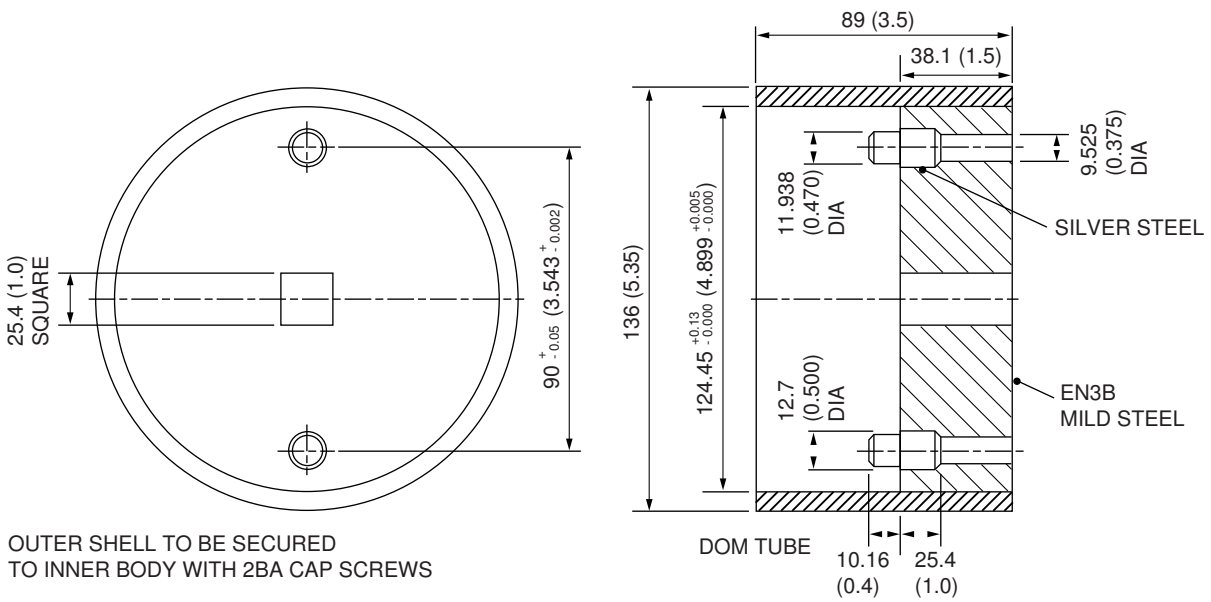

Fig. 3 - Piston Torque Tool
5. Support piston rod (2) at the rod eye and withdraw piston rod (2) from cylinder body (1). Ensure centre lines of piston rod (2) and cylinder body (1) remain coincidental during removal of piston rod (2).
6. Place piston rod (2) on supports which will not damage the piston rod diameter.
7. Remove and discard piston seals (13) and wear rings (14) from piston (12).
8. Remove grub screw (15) from wear ring (14) groove in piston (12).
9. Provide an anti-torsion device through piston rod (2) eye to allow unscrewing of piston (12). Using special tool which can be fabricated as shown in Fig. 3, unscrew piston (12) from piston rod (2).
10. Remove cushion spear (11) and 'O' rings (16) from piston rod (2). Discard 'O' rings (16).
11. Remove cylinder end cap (3) from piston rod (2). Remove and discard cushion sleeve (4), circlip (5), rod seal (6), nylon ring (22), wiper (7), 'O' rings (8 & 9) and back up ring (17).
1. Press spherical bearing (20) in base end of cylinder body (1) and piston rod (2) end. Secure spherical bearings (20) with circlips (21).
2. Install new cushion sleeve (4), circlip (5), rod seals (6), nylon ring (22), 'O' rings (8 & 9) and back up (17) in end cap (3). Load end cap (3) over piston rod (2) thread, taking care not to damage rod seal (6) on the thread.
3. Install new 'O' rings (16) on piston rod (2) and replace cushion spear (11).
4. Apply Loctite 243 to first two threads of piston (12). Using special tool which can be fabricated as shown in Fig. 3, screw on piston (12) and tighten to a torque of 1 356 Nm (1 000 lbf ft).
5. Insert piston grub screw (15) through wear ring (14) groove in piston (12) and into groove machined in piston rod (2). Tighten grub screw (15) to a torque of 49 Nm (36 lbf ft). Ensure the extreme of grub screw (15) is below the level of wear ring (14) groove.
6. Ensure cushion sleeve (18) and circlip (19) are secure in piston (12).
7. Insert new piston seal (13) and new wear rings (14) in piston (12).
8. Fully grease piston (12) OD and 'O' rings (8 & 9) in end cap (3).
9. Sling assembled piston rod (2) in a manner to allow careful leading of the assembled piston rod into cylinder body (1). Take care not to damage piston seal (13) on cylinder body (1) threads.
10. After piston (12) is inserted in cylinder body (1), push the piston rod assembly into cylinder body (1) maintaining coincidental centre lines of piston rod and cylinder body.
11. Before piston rod (2) is fully home and, with slings still taking some of piston rod (2) weight, engage end cap (3) thread and screw home.
12. Push piston rod (2) to the fully retracted position and tighten end cap (3) to a torque of 237 Nm (175 lbf ft).
13. Re-drill end cap (3) for lock ring (10), 3 x 12 mm (0.125 x 0.50 in) deep, if necessary. Insert lock ring (10) in end cap (3).